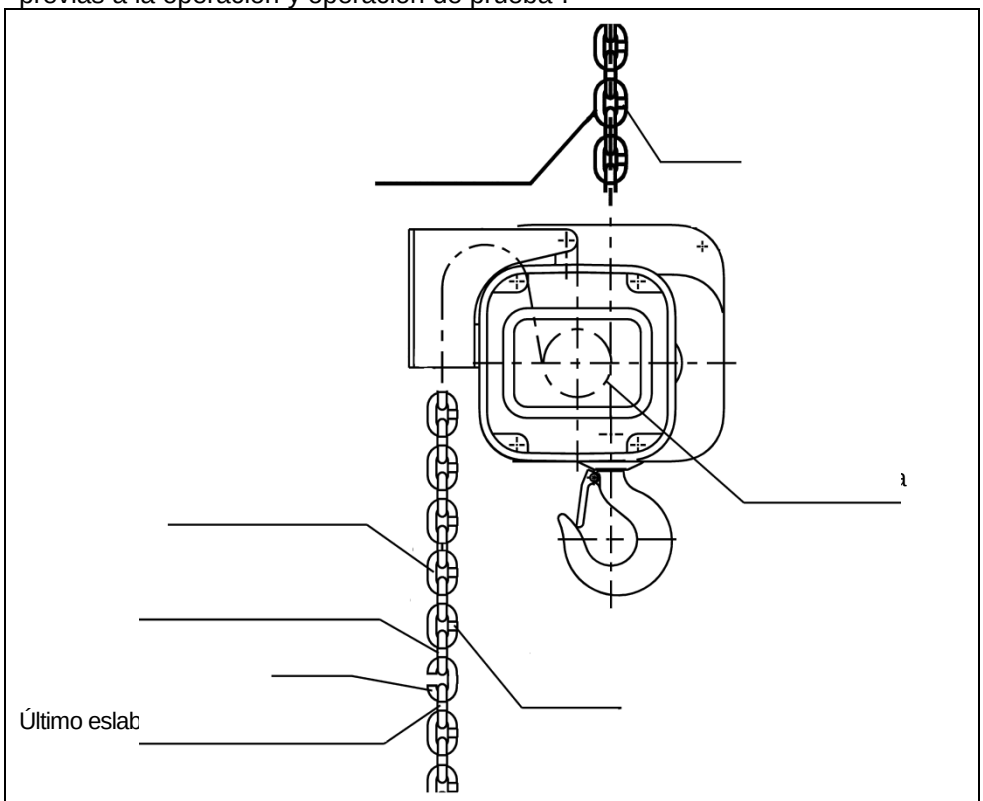

Figura 6-3 Reemplazo de la cadena
2) Consulte la Figura 6-3.
3) Quite los cuatro pernos de la cubierta del bastidor (A), la cubierta del bastidor (B), la tuerca (C) la arandela de seguridad (D) y el espaciador (E).
4) Quite los cuatro pernos del conjunto de la cubierta del motor (F) y quite cuidadosamente la unidad del freno del motor (G) del polipasto.
3) Con un eslabón “C”, sujete la nueva cadena en el último eslabón de la cadena vieja del lado sin carga. El último eslabón de la cadena de carga nueva se debe conectar de tal forma que las porciones soldadas de los eslabones verticales de la cadena de carga estén orientados hacia afuera cuando pasen sobre la polea. Consulte la Figura 6-3.